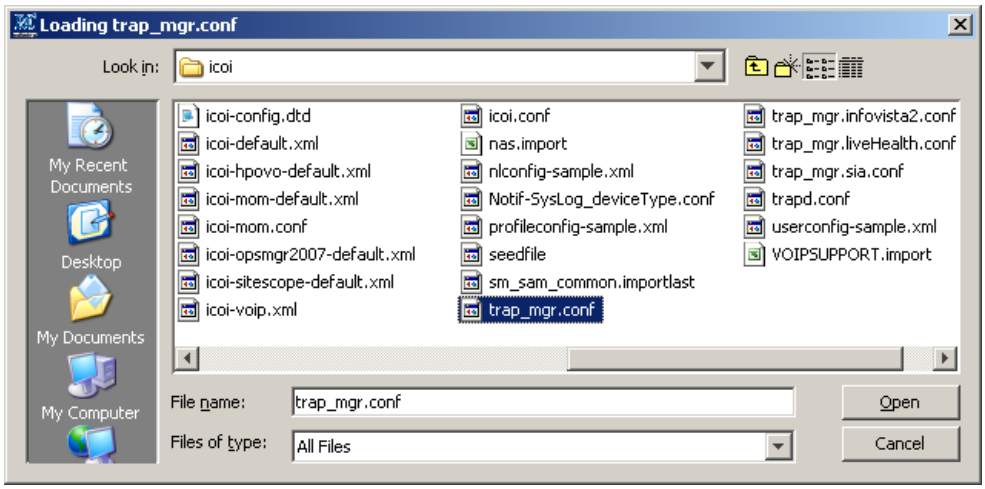

Figure 42 Loading trap_mgr.conf dialog box
2. The **Loading trap_mgr.conf** dialog box appears as shown in Figure 42 on page 77. Select the trap_mgr.conf file that you want to import and click **Open**.